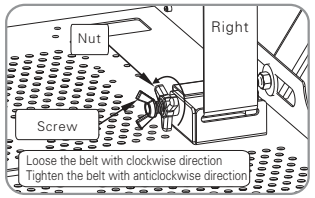

Figure17
- Right height adjustment(Figure 17), firstly unscrew the right adjusted nut from middle to left, then you can release or tighten belt by turning right screw. Turning clockwise to release belt and would lower height of right side. Inversely, turning counterclockwise to tighten belt and upper height of right side.